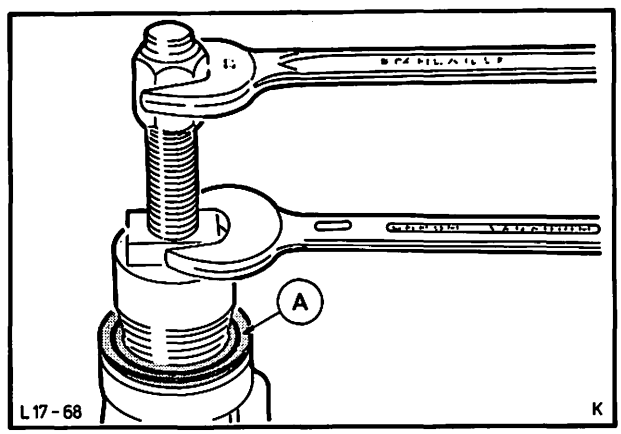

Abb. 99 Radialdichtring – Getriebeverlängerung ausbauen, dabei Werkzeug mit einem Maulschlüssel festhalten
54. Radialdichtring – Getriebeverlängerung mit Werkzeug 17-001 ausbauen. Abb. 99.